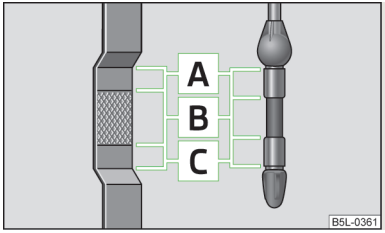

Fig. 99
The dipstick indicates the level of oil in the engine » Fig. 99.
- The oil level must on no account extend beyond the range A » Fig. 99. Risk of damaging the exhaust system!